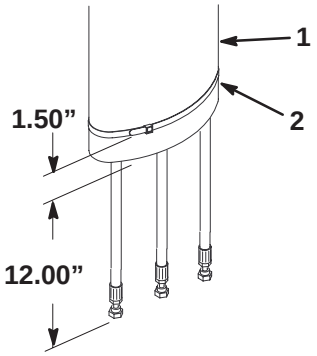

Figure 2
4. Using dimensions shown in figure 2, position and secure each end of protective sleeve to rear hoses with a cable tie.